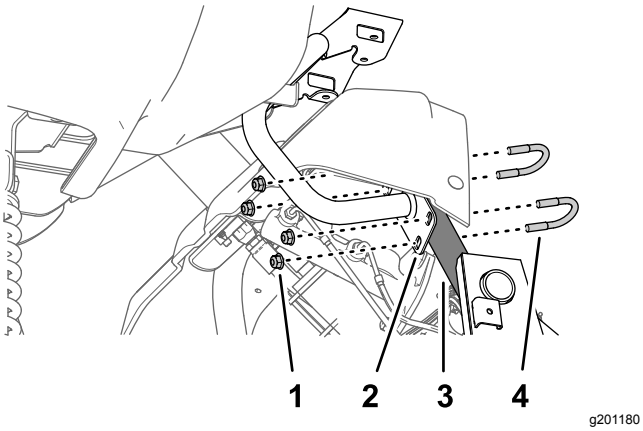

Rysunek 164
3. Zamocuj płytę mocowania monitora do rury nośnej ramy maszyny (Rysunek 164), używając 2 śrub typu „U” i 4 nakrętek kołnierzowych zabezpieczających (5/16 cala).